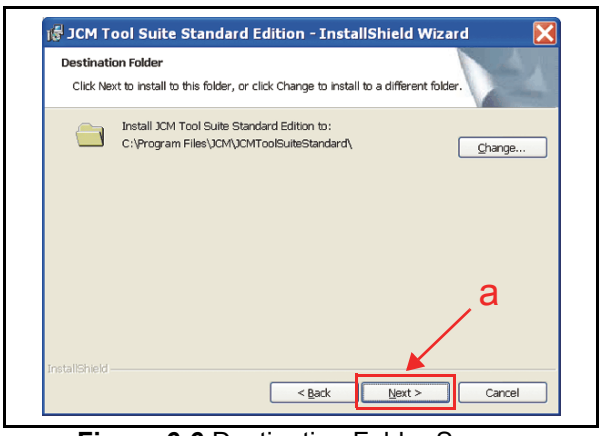

Figure 6-6 Destination Folder Screen
5. Mouse-click on "Next>" Screen Button (See Figure 6-6 a) when the "Destination Folder" Screen shown in Figure 6-6 appears.